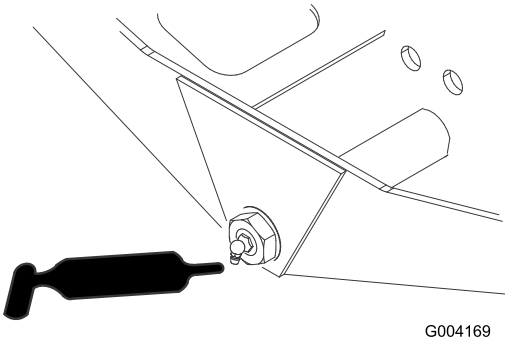

Figur 77
- Akselstyringsdreietapp (1) (Figur 77)